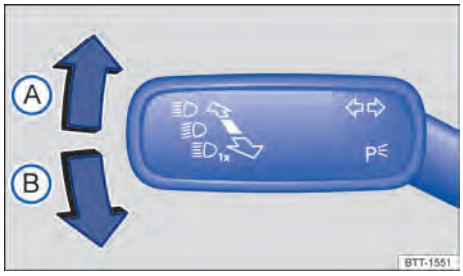

Bilde 77 På venstre side av rattstammen: Blink- og fjernlyshendel.
2. Flytt hendelen fra midtposisjonen til ønsket posisjon → Bilde 77.